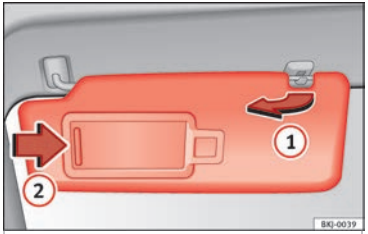

Fig. 151 Sun visor on the driver side.
- The sun visor can be pulled out of its mounting and turned towards the door ››› Fig. 151 (1).